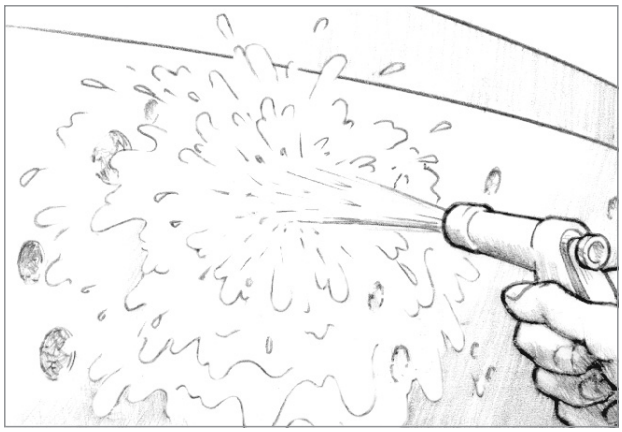

Figure 4-5 *Scrub the surface with a stiff brush while flushing with fresh water to remove contaminants. Allow to dry completely.*
1. Pressure wash, or scrub the surface with an abrasive pad or stiff brush while flushing with fresh water to remove contaminants *(Figure 4-5)*. The brief exposure to the fresh water won't drive up the moisture content of the laminate. Wipe dry with clean paper towels. Avoid washing with solvents, unless a particular contaminant is not water soluble. If you must use solvents, apply and dry with paper towels before the solvent evaporates. Do not use rags to apply or remove solvents